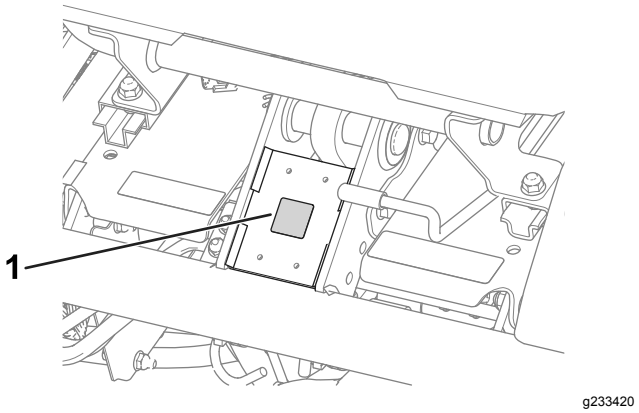

Figur 9
- Sæt CE-mærkatet på rammen under sædets forside (Figur 9).